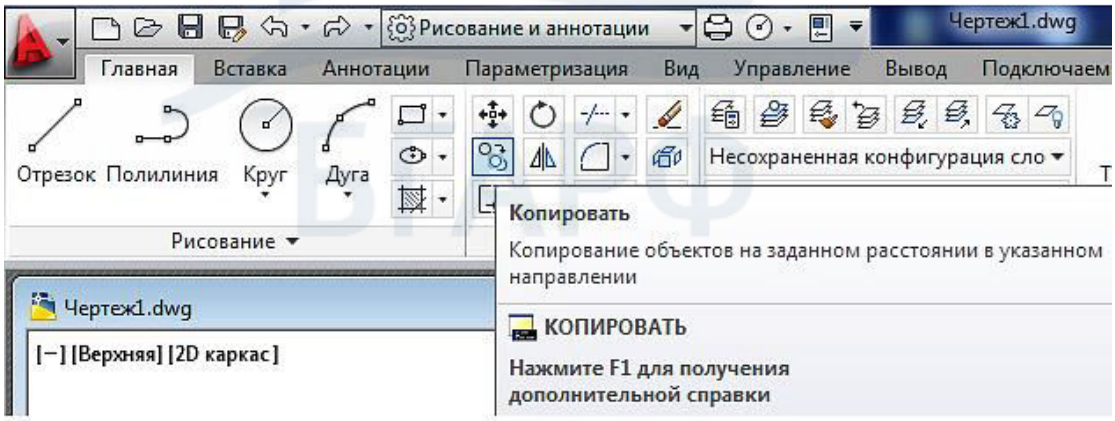

Рис. 104
– щелчком мыши по кнопке **Копировать** на панели инструментов **Редактирование** на вкладке **Главная** ленты инструментов (рис. 104);